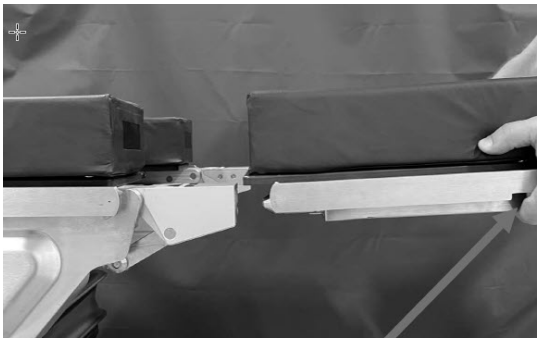

Figura 4-16. Fijación de la sección de piernas
2. Con la sección de asiento de la mesa, inserte ambos postes de la sección de piernas en las tomas hasta que estén completamente encajados. Escuchará un clic cuando esté correctamente instalada (consulte la *Figura 4-16*).
2. Mientras sostiene la estructura de las piernas, apriete ambos mangos y tire simultáneamente hacia atrás (consulte la *Figura 4-16*).